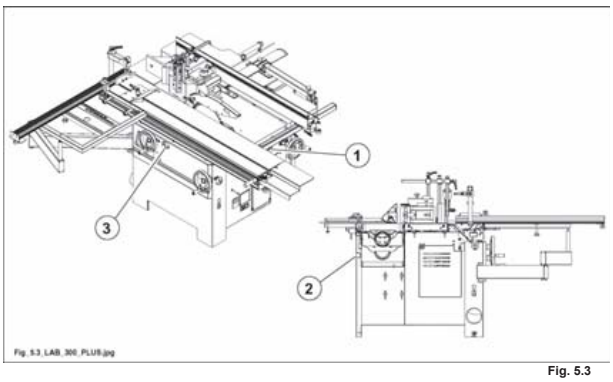

Fig. 5.3
- sul quadro comandi (1 fig. 5.3).
- Lato piallatura a filo (2 fig. 5.3).
- Sul fronte macchina lato toupie (3 fig. 5.3).